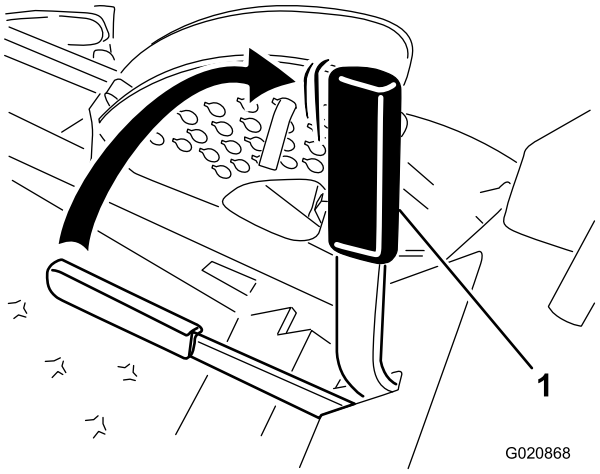

Figur 13
2. Træk parkeringsbremsehåndtaget tilbage og op for at aktivere parkeringsbremsen (Figur 13).